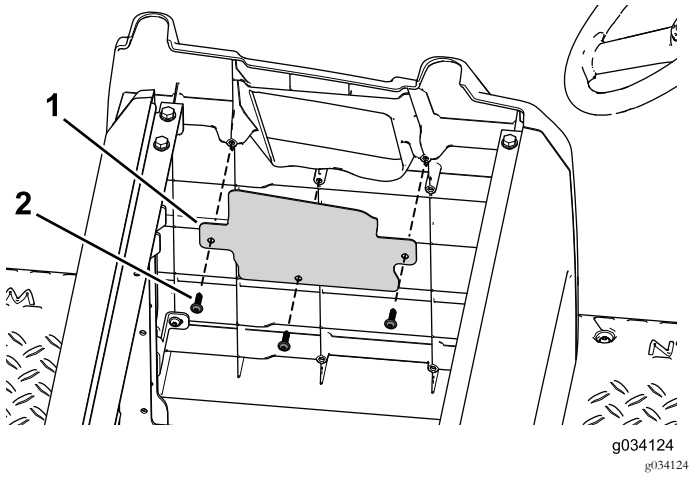

Figur 44
2. Brug de tre selvskærende skruer til at fastgøre åbningsdækslet på sidepladen (Figur 44).